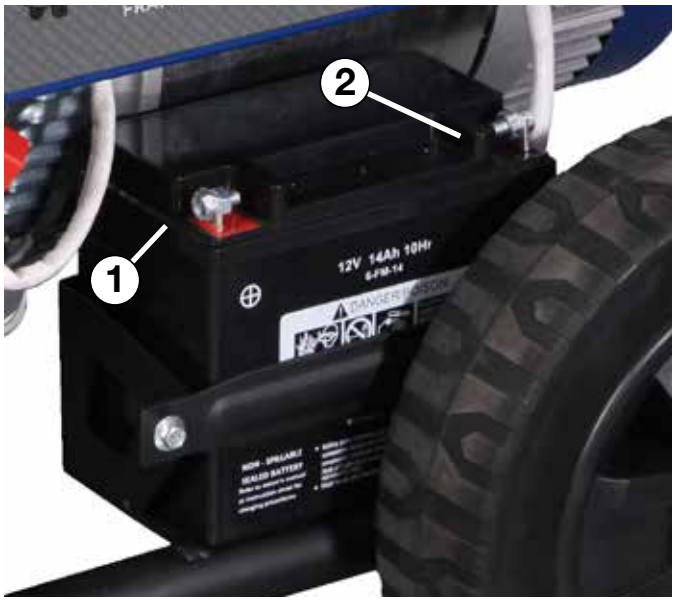

Figura 5 - Colocación del cable negativo (-) de la batería (negro)
4. Tire hacia atrás la bota negra y conecte con seguridad el cable negativo (-) de la batería (cargador negro) al negativo (-) de la batería como se muestra en la Figura 5. Reemplace la bota negra para que proteja la terminal del cable y la batería.